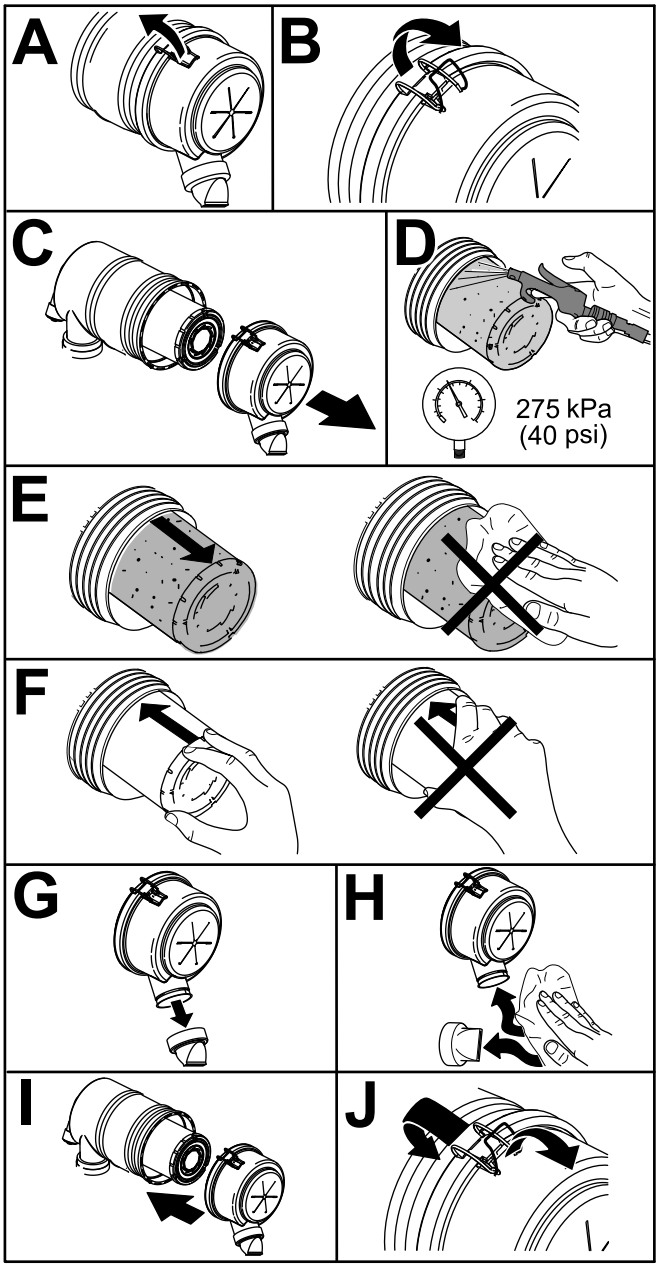

Figur 43
1. Udskift den primære luftfilterindsats (Figur 43).